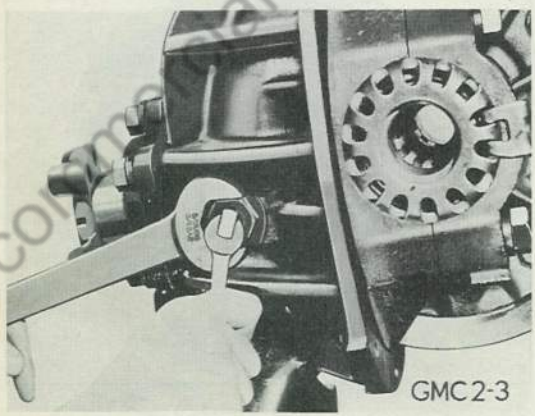

Fig. 8 Adjusting Ring Gear Thrust Pad
screw until bronze tip contacts back of ring gear lightly. Then back off screw one-twelfth (1/12) of a turn and tighten lock nut (23) as shown in Fig. 8. Be sure screw does not turn during locking process.